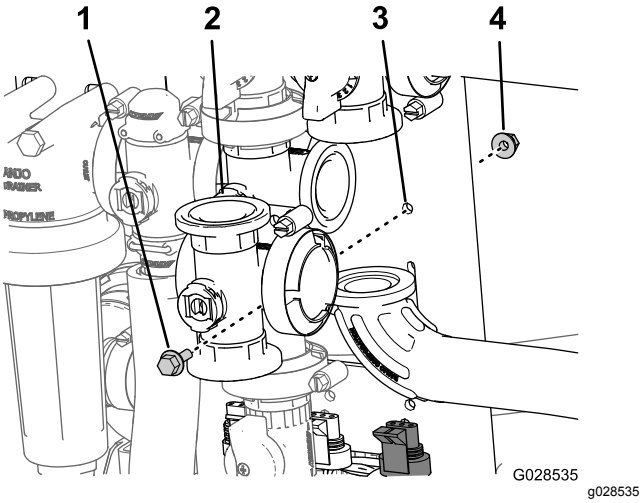

**Figur 93**
2. Fjern flenshodeskruen og den flensede låsemutteren som sikrer hovedbomventilen til ventilfestet, og fjern ventilmanifoldet fra maskinen (Figur 93).